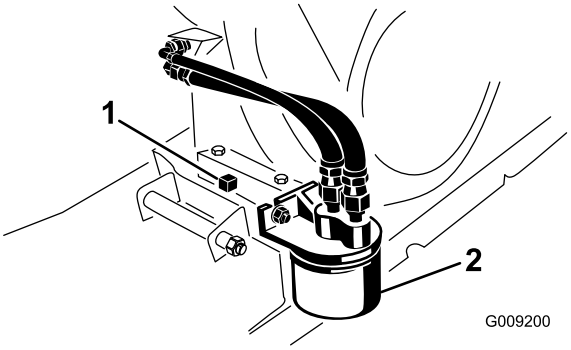

Figur 43
5. Placer en dræningsbakke med kapacitet til 1,8 liter under aftapningsproppen (Figur 43).
6. Fjern aftapningsproppen og pakningen (Figur 43).
2. Fjern det eksisterende oliefilter (Figur 43).
4. Skru det nye filter på filteradapteren, indtil pakningen berører monteringspladen. Spænd derefter filteret endnu 1/2 til 3/4 omgang (Figur 43).